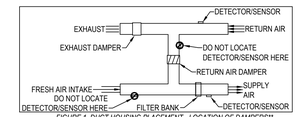

*FIGURE 1. DUCT HOUSING PLACEMENT - LOCATION OF DAMPERS***
1. LOCATE DUCT HOUSINGS SO THAT DAMPERS DO NOT RESTRICT AIR FLOW AT THE DETECTOR/SENSOR LOCATION. SEE FIGURE 1.
2. LOCATE AIR DUCT DETECTORS/SENSORS ON THE RETURN OR SUPPLY DUCT OF THE EQUIPMENT'S AIR HANDLING SYSTEM. HOWEVER, DETECTORS/SENSORS SHOULD NOT BE INSTALLED IN THE RETURN AIR DAMPER BRANCH. SEE FIGURE 1.
4. LOCATE AIR DUCT DETECTORS/SENSORS ON THE DOWNSTREAM SIDE OF FILTERS TO SENSE FIRE IN FILTERS. HOWEVER, SHOULD THE FILTERS BLOCK, SUFFICIENT AIR FLOW MAY NOT BE AVAILABLE FOR PROPER AIR DUCT DETECTOR/SENSOR OPERATION. SEE FIGURE 1.